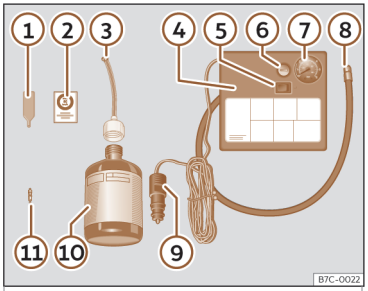

Fig. 34 Representación estándar: contenido del kit antipinchazos.
El kit antipinchazos se encuentra en el compartimento del maletero bajo el revestimiento del suelo. Incluye los siguientes componentes>>> **fig. 34**:
- Desenrosque la caperuza y el obús de la válvula del neumático. Utilice el aparato >>> **fig. 34** (1) para extraer el obús. Colóquelo en una superficie limpia.
- Agite con fuerza la botella de sellante de neumáticos>>> **fig. 34** (10).
- Enrosque el tubo de inflado>>> **fig. 34** (3) en la botella de sellante. El precinto de la botella se romperá automáticamente.
- Retire el tapón del tubo de llenado ››› fig. 34 ③ y enrosque el extremo abierto del tubo en la válvula del neumático.
- Vuelva a colocar el obús con el aparato ››› fig. 34 ① en la válvula del neumático.
- Enrosque el tubo de inflado del neumático del compresor››› fig. 34 ⑧ en la válvula del neumático.
- Compruebe que el tornillo de evacuación de aire está cerrado››› fig. 34 ⑥.
- Acople el conector››› fig. 34 ⑨ a toma de corriente de 12 voltios del vehículo ››› pág. 157.
- Conecte el compresor de aire con conmutador ON/OFF››› fig. 34 ⑤.
- Pegue el adhesivo››› fig. 34 ② en el cuadro de instrumentos, dentro del campo visual del conductor.
Vuelva a enroscar el tubo de inflado ››› fig. 34 ⑤ y compruebe la presión en el manómetro ⑥.